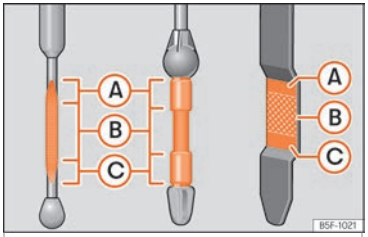

Abb. 311 Ölmessstab
– Den Messstab anschließend wieder herausziehen und den Ölstand ablesen ››› **Abb. 311**. Füllen Sie gegebenenfalls Motoröl nach.
- Wenn der Ölstand mindestens den Bereich ››› **Abb. 311** Ⓑ erreicht hat, vorsichtig den Deckel des Einfüllstutzen aufschrauben ››› ❗.
Liegt der Ölstand über dem Bereich ››› Abb. 311 Ⓐ, starten Sie den Motor bitte nicht. Dies könnte zu einer Beschädigung des Motors und des Katalysators führen. Wenden Sie sich an einen Fachbetrieb.
Der Ölstand darf keinesfalls über dem Bereich ››› Abb. 311 Ⓐ stehen, andernfalls könnte Öl über die Entlüftung der Motorölwanne angesaugt werden und über die Abgasanlage in die Atmosphäre gelangen.